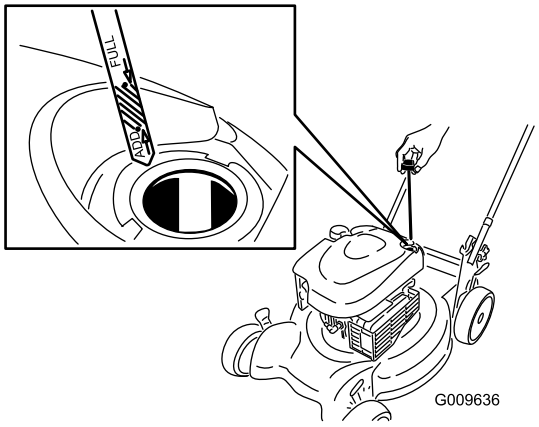

**Figuur 4**
1. Verwijder de peilstok (Figuur 4).
2. Giet **langzaam** olie in de vulbuis totdat het peil de **Vol**-markering op de peilstok bereikt (Figuur 4). **Niet te vol vullen.** (Maximale vulhoeveelheid: 0,59 l, type: SAE 30 reinigingsolie, met onderhoudsclassificatie SF, SG, SH, SJ, SL van het American Petroleum Institute [API] of hoger).